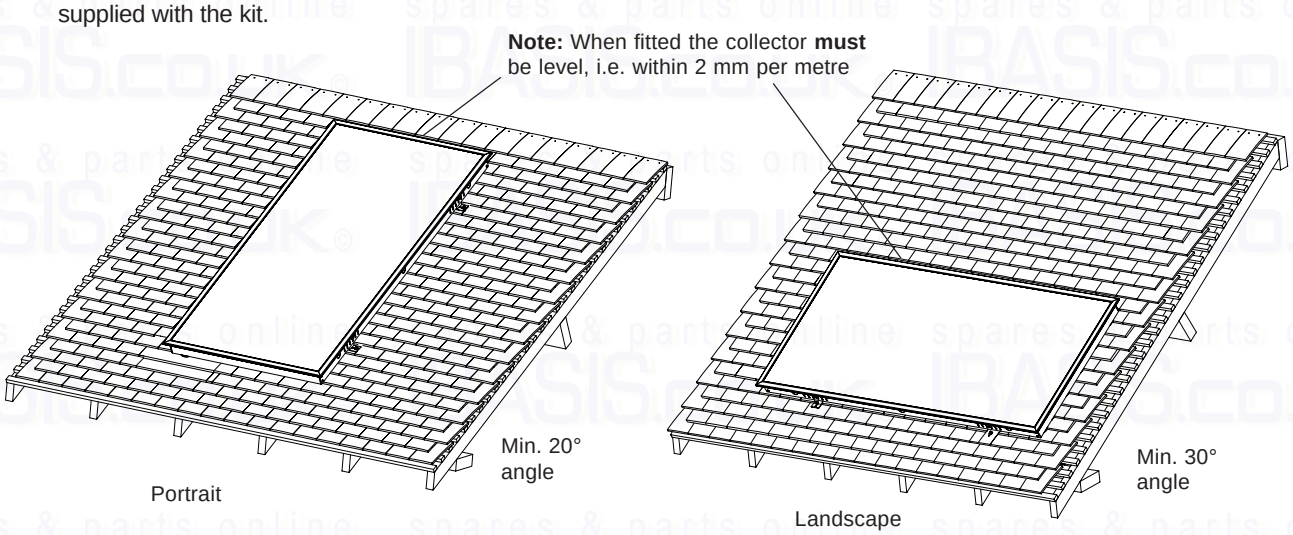

Fig. 7
3.6 SOLAR COLLECTOR INFORMATION - Fig. 7
a. **Integration of the collector into the tiles of a pitched roof:** Using the Alpha Flashing Kit (Part No. 6.4000750 portrait or Part No. 6.4000650 landscape), landscape or portrait collectors can be integrated into the structure of a pitched roof as shown in Fig. 7. The roof must have an inclination of more than 20° and the tiles used with the flashing kit must be suitable to ensure that the installation is weatherproof. Full details of this type of installation are provided in the instructions supplied with the kit.